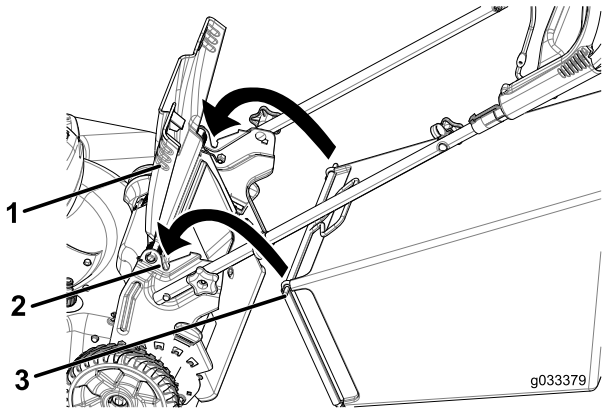

Figuur 22
1. Zet de afvoergeleider aan de achterzijde omhoog en houd hem in deze stand (Figuur 22).
2. Plaats de grasvanger en zorg ervoor dat de pennen van de zak in de inkepingen op de handgreep rusten (Figuur 22).